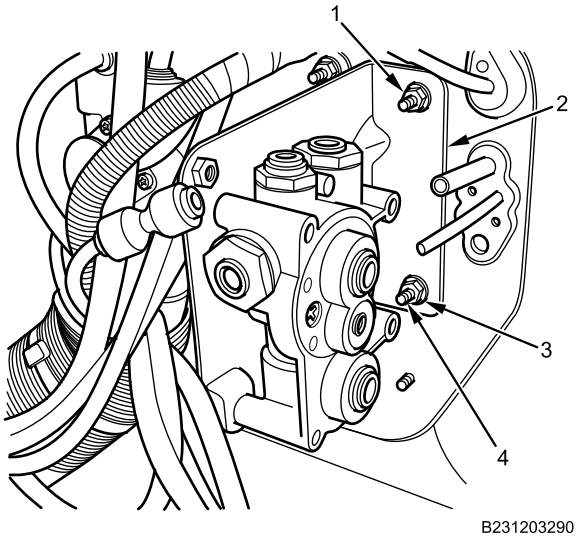

Figure 5. Tractor Protection Valve and Bracket.
14. Remove tractor protection valve bracket nuts (Figure 5, Item 1 and 3) and tractor protection valve bracket (Figure 5, Item 2) from driver control mounting bracket studs (Figure 5, Item 4).